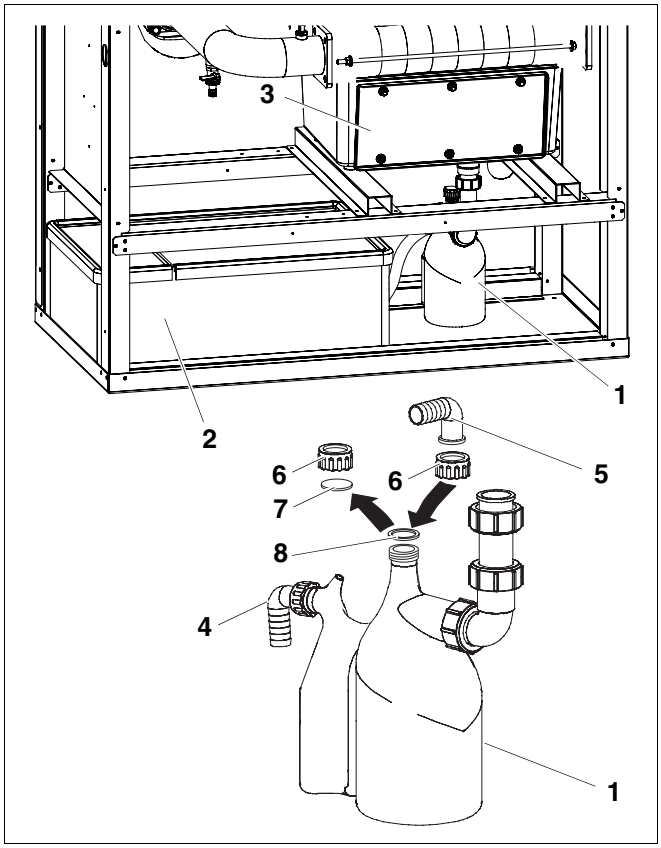

Fig. 17 Installing the condensate drain
- Connect siphon outlet to the neutralisation device (accessory) (➔ Fig. 17, page 22) or directly to a waste water pipe.